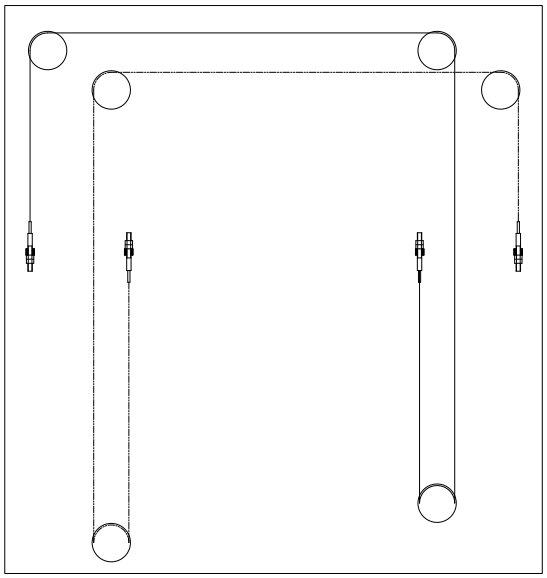

Abb. 37
• Montieren Sie das Gleichlaufseil gemäss Abb. 37.